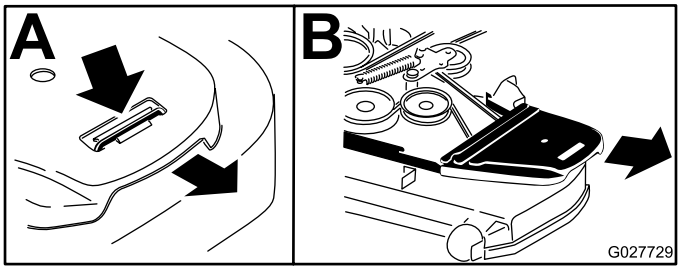

Figur 90
5. Fjern remskærmen af plastik (Figur 90).
4. Fjern remskærmene (Figur 90).